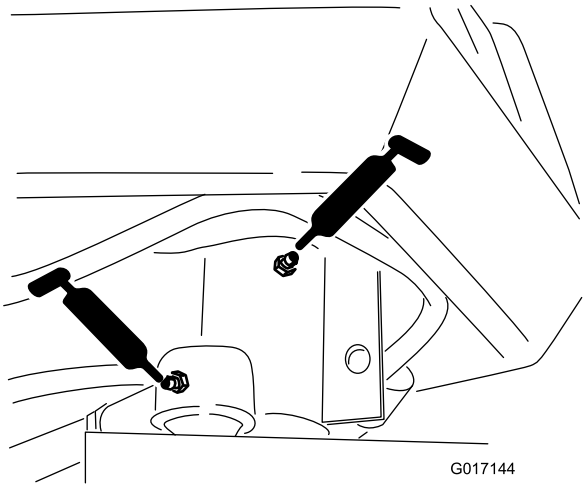

Figur 36
- Styregaffelens aksel (1) (Figur 36)
- Styresylinderens stangende (Figur 36)